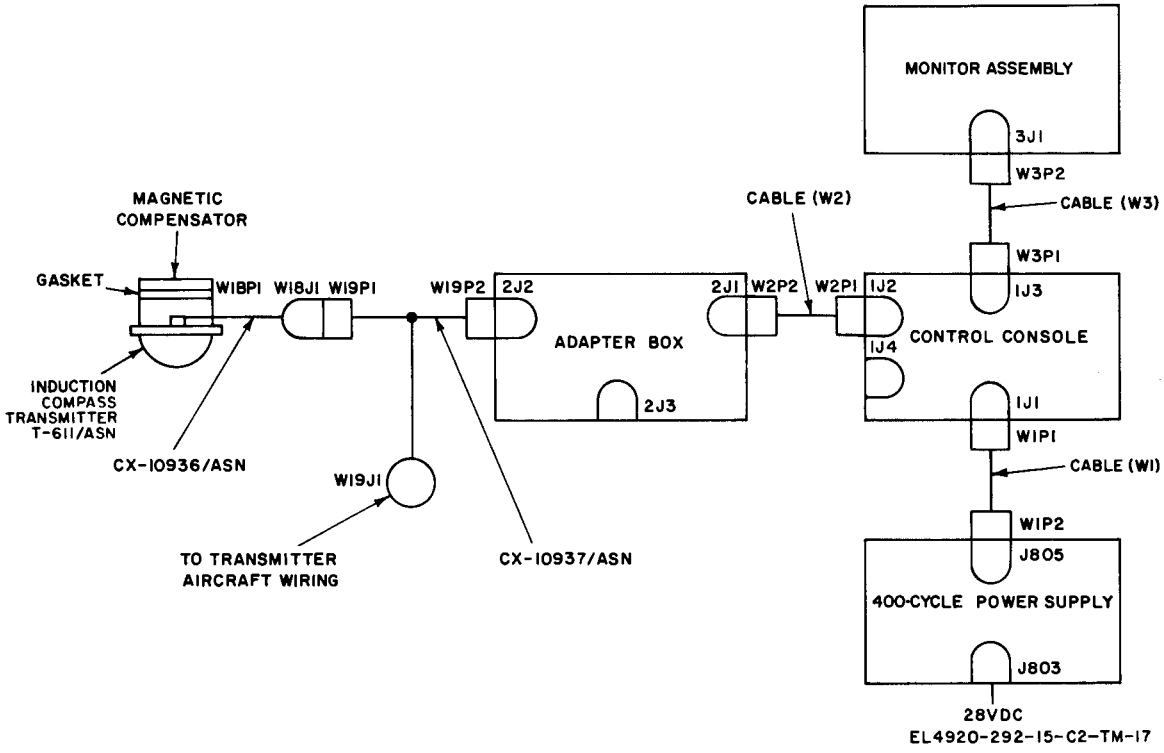

Figure 9-16. Adapter cable interconnection for system compass swing on AN/ASN-13 and AN/ASN-43 with ID-1851/A.
(1) Connect the compass calibrator to the aircraft compass system in accordance with figure 9-16.
(2) Apply power to the compass system.
(3) Set the control console switches as follows: